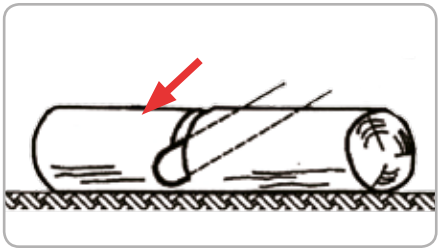

Fig.9
**Tăierea copacilor așezați pe pământ (fig.9):**